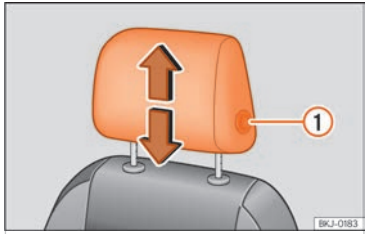
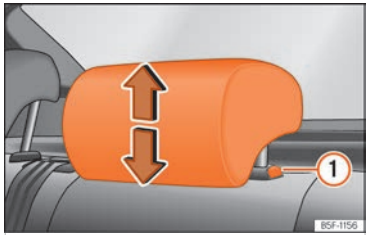

Fig. 67 Seient davanter: regulació del reposacaps.
Fig. 68 Reposacaps del darrere: regulació del reposacaps.
- Agafeu el reposacaps amb les dues mans pels costats i empenyeu cap amunt fins a encaixar-lo amb la posició desitjada. Per abaixar-lo, feu la mateixa acció tot prement el botó lateral (1) ››› fig. 67 , ››› fig. 68.